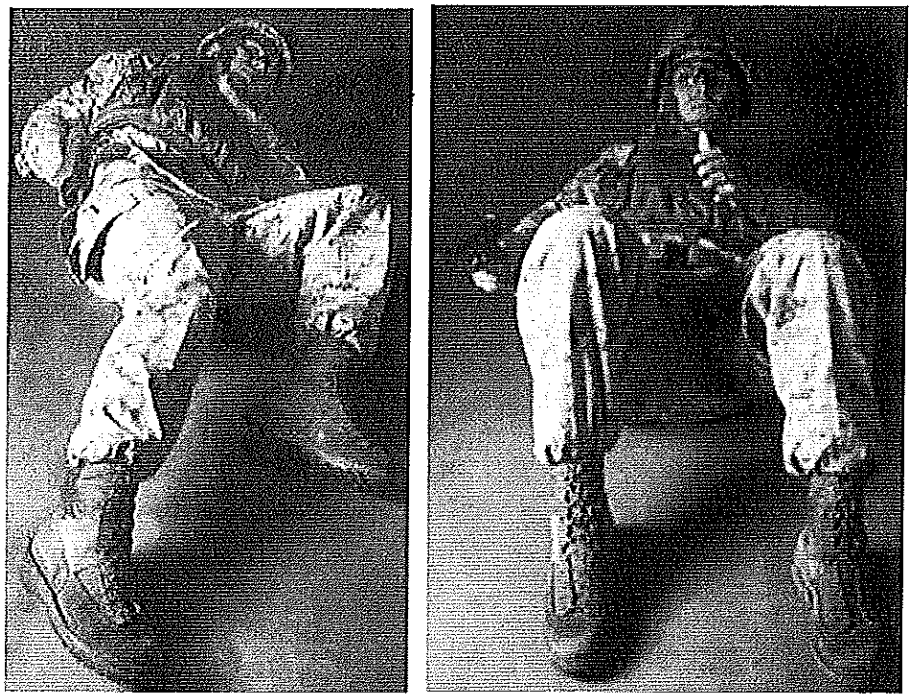

Figure 4-27. Drawing the Pistol from the Supine Prone Position (Back).
2. Withdraw the pistol from the holster and sweep it around the leg and up and over the knee establishing a two-handed firing grip (see fig. 4-27 on page 92).